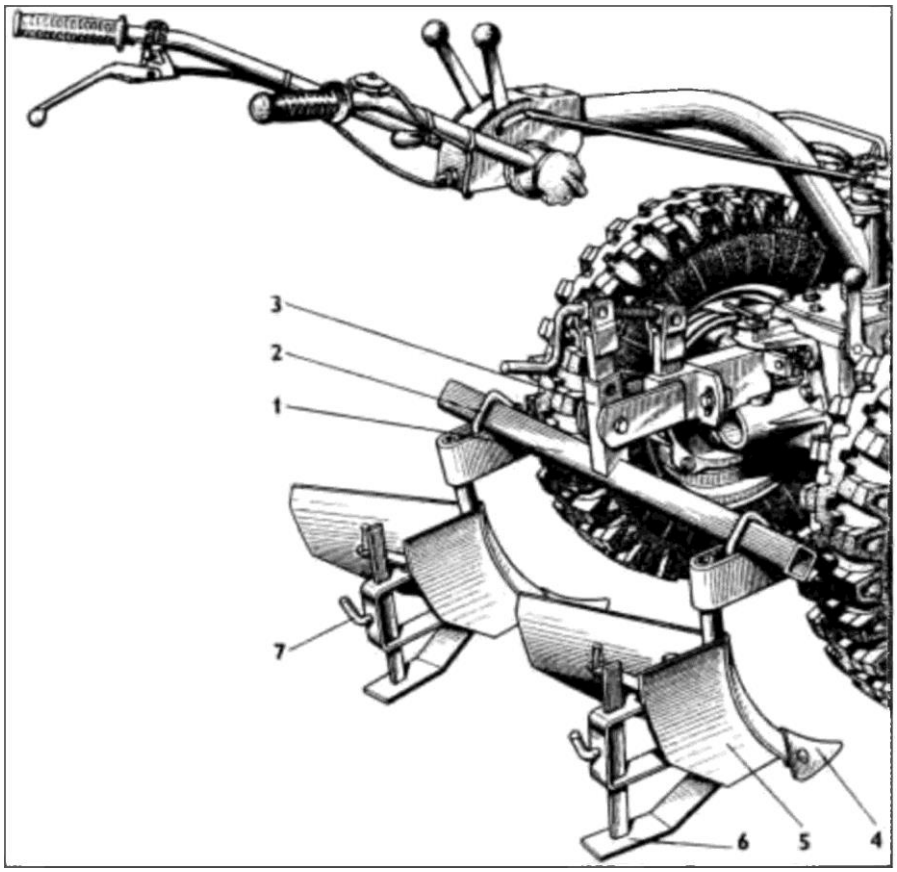

Rysunek 20 - Motoblok w urządzeniu z radełkiem
7.4.1 Podłącz radełko do motobloku (rys. 20).